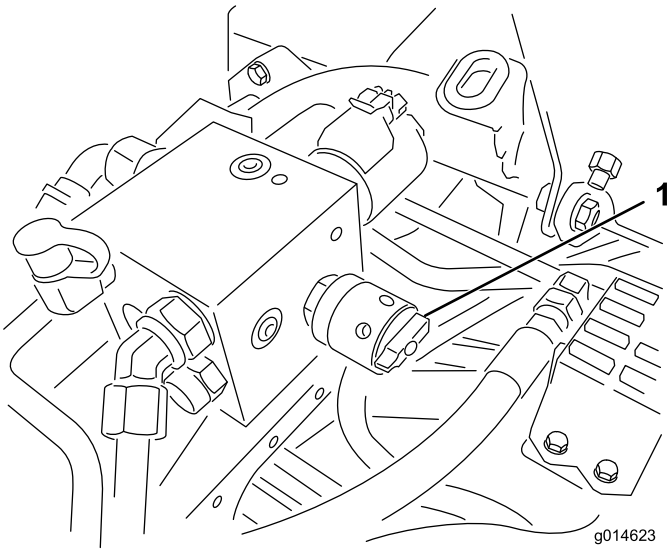

Figuur 39
4. Om het toerental in te stellen, draait u aan de knop (Figuur 39) tot de wijzer de gewenste instelling aangeeft.